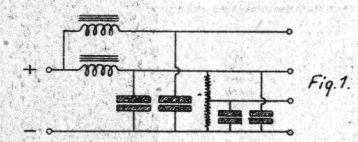

Fig. 1.
b) Genom att använda ett särskilt batteri för sista steget eller också som fig. 1 antyder för detta göra ett särskilt uttag på anodspänningsaggregatet.